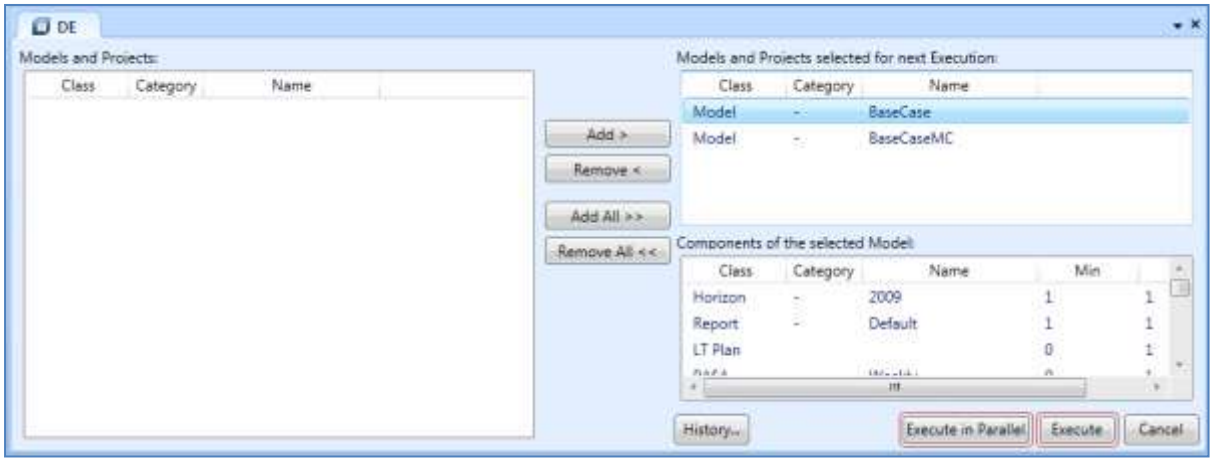

**Figure 64: Execution window**
***NOTE:*** *The component list shown below is also available from the Execute dialog as in* Figure 64.